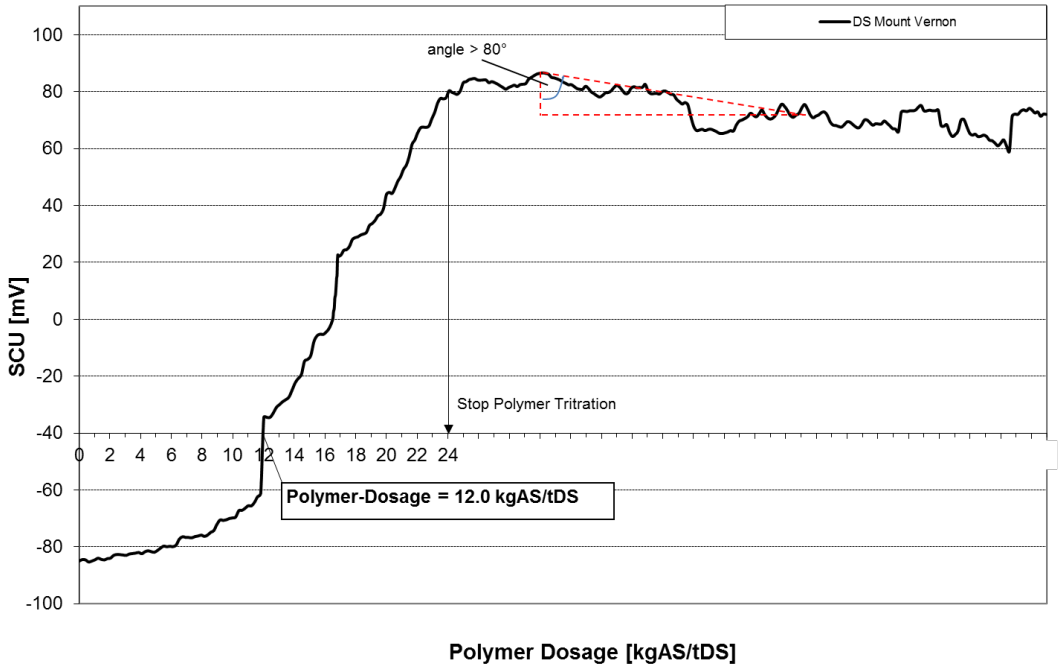

Fig. 5: SCD measurement for DS Mount Vernon (April 2017)
**When using delivered powder polymer (without labeling, 100 % AS), the optimal polymer-demand of sludge sample was 12 kg AS / t DS (fig. 5). This powder is used for sludge dewatering at WWTP Mount Vernon. Almost 10 kg AS / t DS are needed to compensate dissolved charge of sludge, which is a normal portion. The strength against shearing stress of conditioned sludge flocs is very good (Angle of titration curve > 80 °), so that no extra polymer dose is not needed for compensation of low shear stability.**